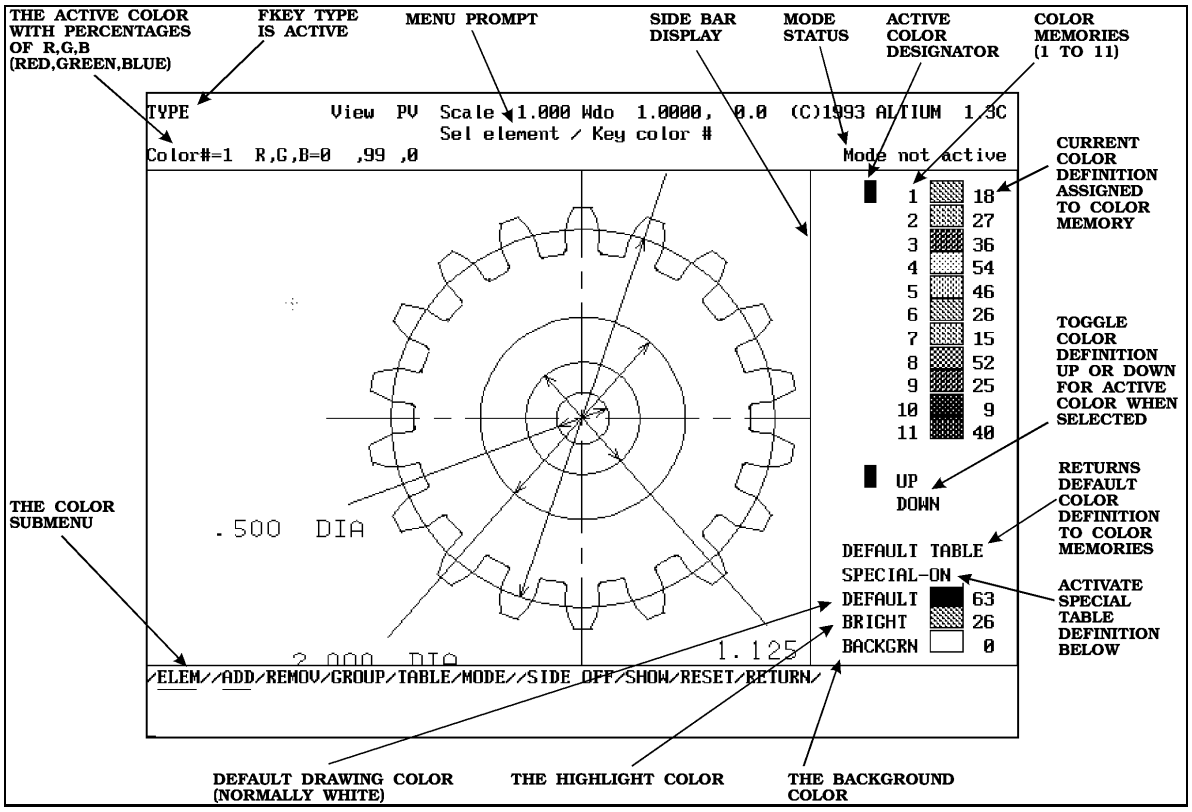

Figure 3 An example of the color sidebar display.
- /SIDE ON / Turns the side menu display on. (See Figure 3 on page 10.)
SubMenu / COLOR / allows you to add or remove color from elements; copy a color definition table from another drawing; group all elements of one color; and display only elements of a fixed color number. Figure 3 below shows a screen display with the color side bar on. Let's take a
The current color definition is one of the 64 available colors from the color palette that has been assigned to the color memory. In Figure 3 color memory #1 has been assigned color #18 from